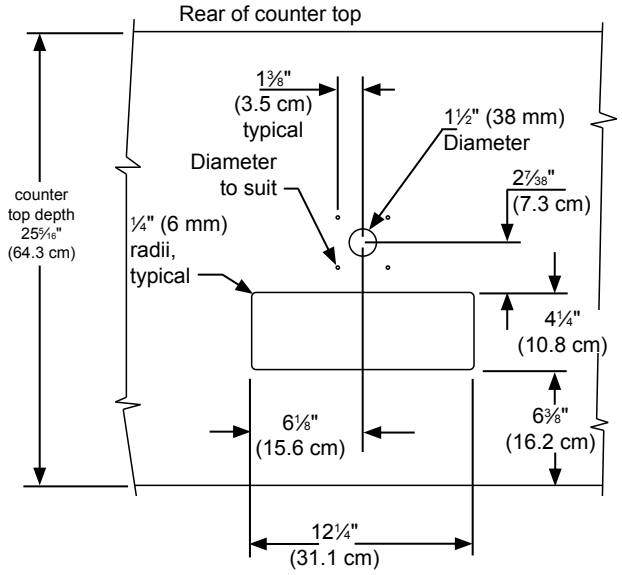

Figure 23
The cutout dimensions shown in Figure 23 are based on a 25⁵⁄₁₆" (64.3 cm) deep counter top. Your counter top may be different than this and require other front to back dimensioning. Refer to the product dimensions on page 8 when determining the required dimensions.
4. If you are installing your keg refrigerator under a counter you will need to drill 5 holes in the counter top to mount the tower. The first hole is a 1½" diameter hole located at the center of the tower for the beer line, locate approximately 13½" (34.3 cm) from the front edge of the counter top (based on a counter top depth of 25⁵⁄₁₆"). Next drill the 4 tower mounting holes per the dimensions in Figure 23. The hole diameter is dependent on the counter top material and if screw anchors are required. The screws supplied are in the literature pack and are a #10 x 1" type AB stainless steel screw. Mark and cut the rectangular cutout for the drain sump. After the holes are drilled and the keg refrigerator is in place under the counter top feed the beer line through the tower gasket, the 1½" hole in the counter top and the hole in the top of the keg refrigerator. Mount the tower to the counter top with the 4 screws provided. Place the counter top drain sump, from the literature pack, in the rectangular hole with the radius cutout to the rear around the tower and place the grate in the sump.
5. Mount the regulator to the CO_2 tank (connection (B)) use the new plastic washer you received from the gas supply company. Note that the regulator has left hand threads and has to be turned counterclockwise to tighten. Tighten with the adjustable wrench or the 1⅛" open end wrench.
6. Connect the red air line(s) from the regulator to the **large** air line fitting on the keg coupler with a **large** hose clamp (connection (C)).
7. Connect the clear beer line from the tower to the **small** air line fitting on the keg coupler with a **small** hose clamp (connection (A)).